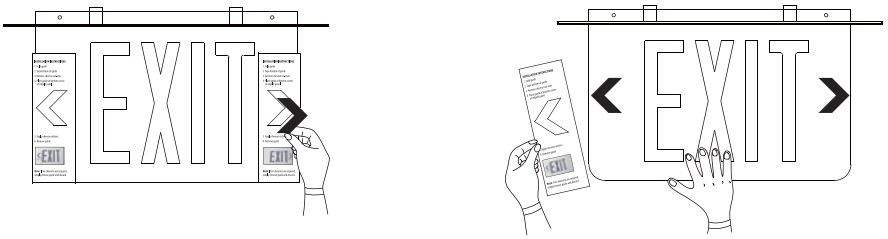

Fig. 6
5. Determine directional Chevron requirements. Follow instructions on provided templates to apply the required Chevron(s). See also Figure 6.